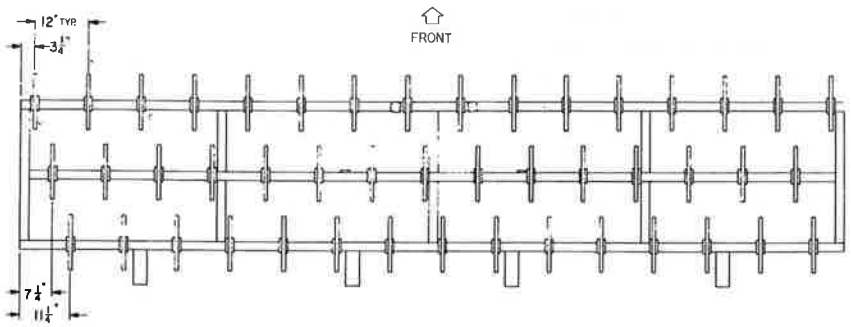

FIGURE 4-13
6. Raise the scratcher with the lift bar cylinder and mount the Danish tines according to the locations pictured in Figure 4-13. Use 1/2" x 3 1/2" H.H.C.S. bolts, lockwashers and nuts provided.